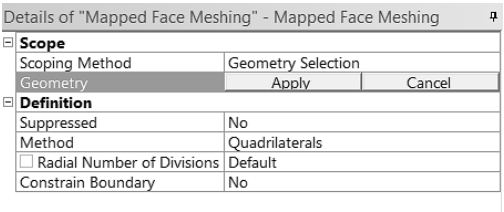

Рис. 21.
5) Затем кликают по геометрической области, после чего она окрашивается в зеленый цвет: Если этого не происходит, то следует кликнуть по фильтру Face, находящейся на панели инструментов. После этого кликают Apply на панели Details of “Mapped Face Meshing”, рис. 21, после чего панель принимает вид, рис. 22, а геометрическая область окрашивается в фиолетовый цвет и принимает вид, рис. 23.